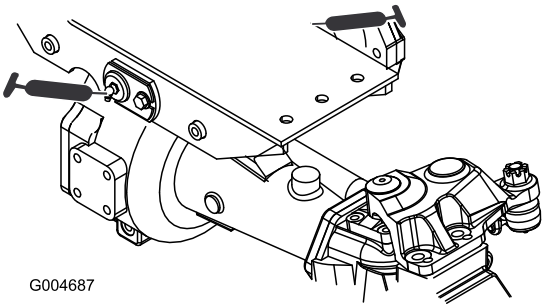

Figuur 41
- 2 lagerbussen van draaipunt van voor- en achteras (Figuur 41)